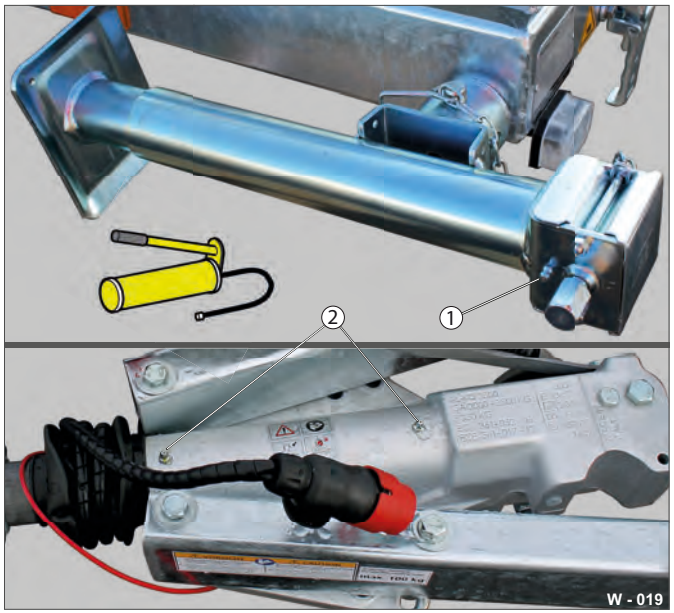

Fig. 19 Smøresteder
- ▶ Smør teleskopstøttebenene på smøreniplen (Fig. 19 /1).
- ▶ Smør påløbsanordningen på smøreniplerne (Fig. 19 /2).